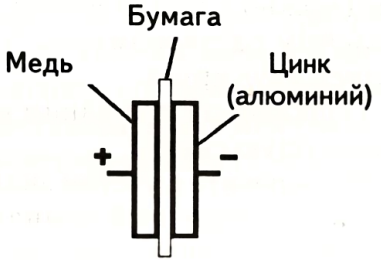

Рис. 4
1. Кусочек бумаги пропитайте соленой водой (или слюной) и сложите ее между цинковой (или алюминиевой) и медной пластинами (рис. 4).